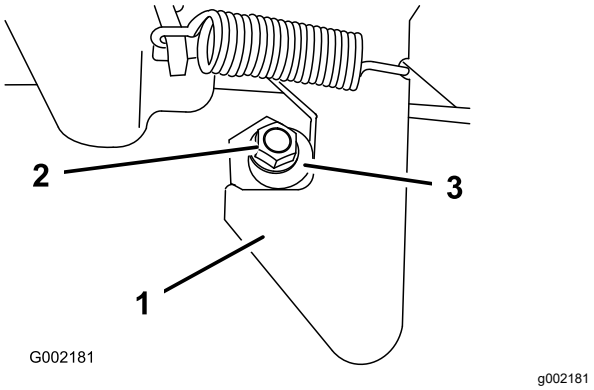

Figur 72
1. Lossa låsmuttern i änden av spärrstiftet (Figur 72).
2. Vrid spärrstiftet medsols tills det sitter tätt mot haken på spärrhaken (Figur 72).